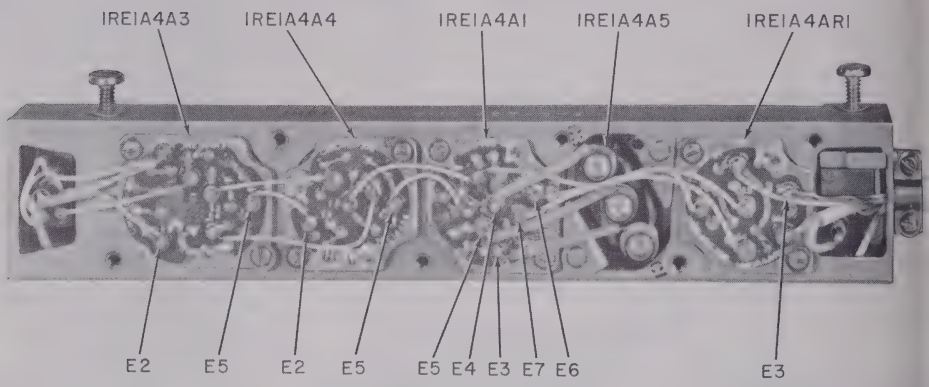

Figure 4-97. Electrical frequency limiter-discriminator 1RE1A4, cover removed.
(1) *Dc supply check.* If the test facility -12v indicator lamp does not light, disconnect the -12v line to each section of the unit under test in turn, starting with 1RE1A4AR1 (fig. 4-97). test facility -12v indicator lamp will light faulty section is reached. Replace the faulty tion. Check the -12v dc at E5 (1RE1A4A E1 (1RE1A4A4) and E1 (1RE1A4A3).
at E5 (1.5v rms) (fig. 4-97). If output signal is abnormal, replace 1RE1AR4A3.